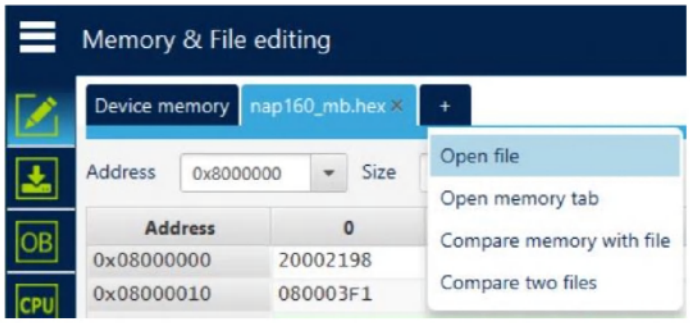

Рисунок 42
5.1.17 На вкладке «Memory & File editing» нажать «+» и выбрать «Open file» (Рисунок 42).